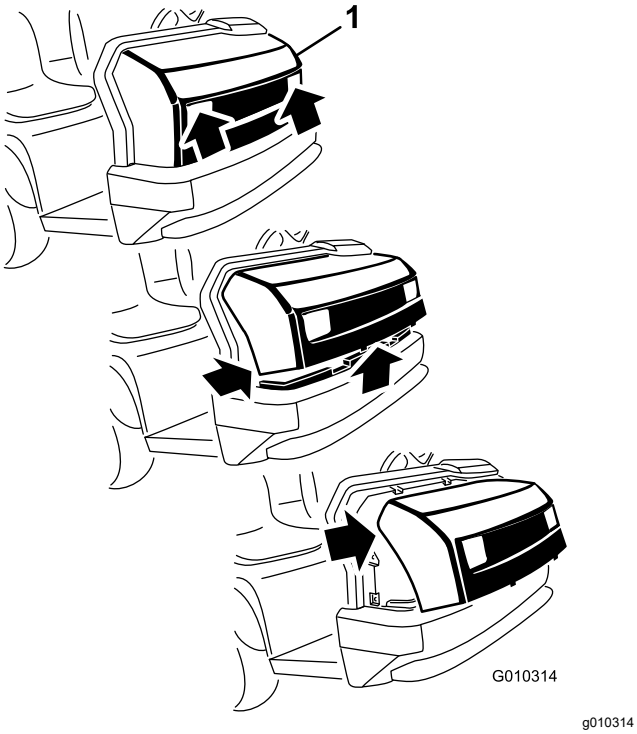

Figuur 1
1. Pak de motorkap beet via de openingen van de koplampen en til de motorkap op om de montagelipjes uit de sleuven in het frame te laten klikken (Figuur 1).
2. Draai de onderkant van de motorkap omhoog tot u de bovenste montagelipjes uit de sleuven in het frame kunt trekken (Figuur 1).
3. Draai de bovenzijde van de motorkap naar voren en koppel de kabelstekkers van de koplampen los (Figuur 1).
1. Lijn de accu uit met de voorzijde van de machine (Figuur 1).
3. Draai de motorkap terug en steek de montagelipjes bovenaan de motorkap in de sleuven in het dashboard van de machine (Figuur 1).
4. Draai de motorkap naar beneden en steek de lipjes onderaan de motorkap in de sleuven in de bumper (Figuur 1).